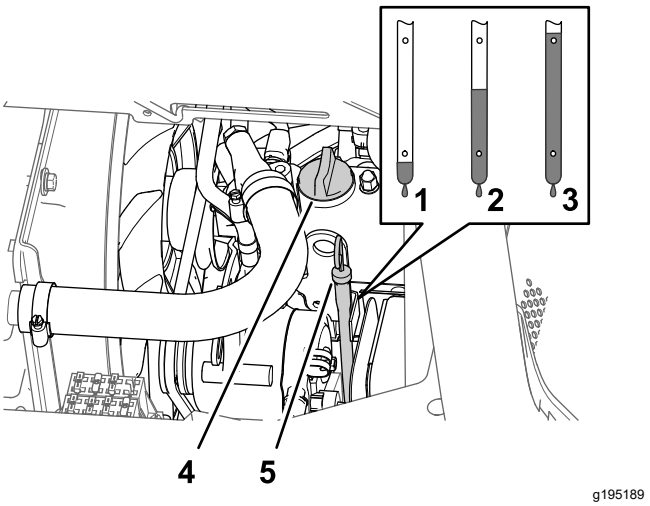

Bild 75
5. Nehmen Sie den Ölfülldeckel vom Füllstutzen an der Ventilabdeckung des Motors (Bild 75) ab und gießen Sie ungefähr 80% der angegebenen Ölmenge langsam in den Füllstutzen.
6. Nehmen Sie den Peilstab heraus und lesen den Ölstand im Motor ab (Bild 75).
Voll-Markierung am Peilstab anzuheben (Bild 75).
8. Bringen Sie den Ölfülldeckel in den Füllstutzen und den Peilstab in das Peilstabrohr (Bild 75).